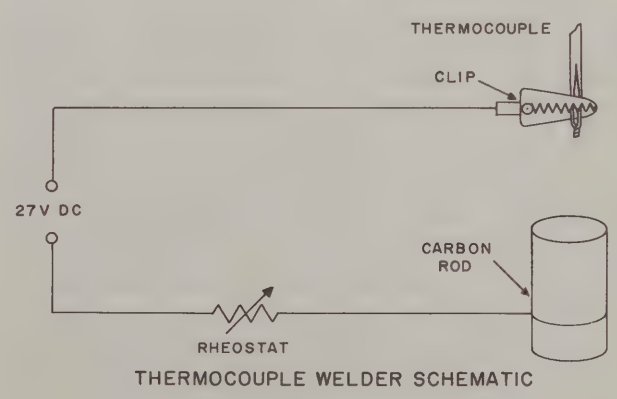

Figure 2-20. Thermocouple Welding Schematic
e. Weld the thermocouple as follows: Secure an alligator clip just back of the twisted ends but still on the uninsulated portion of the wire. The thermocouple wires form one electrode in the welding process. The other electrode is made from a carbon rod (center rod from 1-1/2-volt penlight cell). Connect a 2.5-amp, 10-ohm, wire-wound rheostat in series with a 28-v d-c source (see figure 2-20). Briefly touch the carbon rod to the end of the thermocouple wire to form a weld. Adjust rheostat to obtain a good weld. The bead formed should be spherical in shape and its diameter about three times the diameter of the wire.